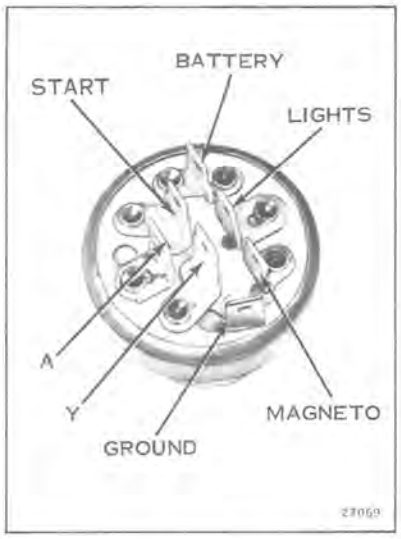

Figure 7-12
C. If less than 500k ohm reading, remove terminal connectors from ignition switch (see Figure 7-12) and remove ignition switch from dash panel. Turn ignition key to "RUN" position and take a resistance reading across the magneto and ground terminal of the ignition switch. See Figure 7-12. Use high ohm scale for test #2A.